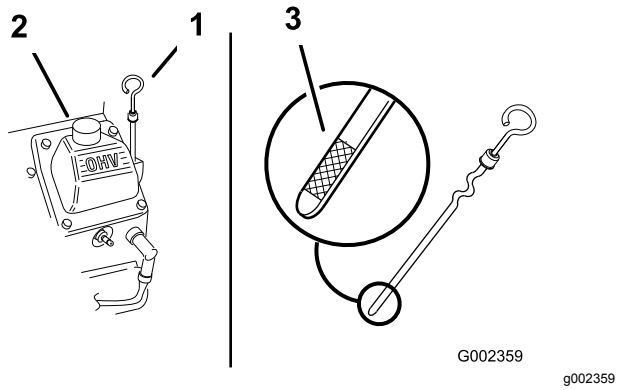

Figur 45
2. Rengør området omkring målepinden (Figur 45), så der ikke trænger snavs ned i påfyldningshullet og beskadiger motoren.
3. Fjern målepinden, tør den af, og sæt den tilbage igen så den sidder helt i bund (Figur 45).
Oliestanden bør ligge mellem mærket "F" (fuld) og "L" (lav) på målepinden (Figur 45).
5. Hvis oliestanden ligger under "L"-mærket (lav), skal du fjerne påfyldningsrørets dæksel (Figur 45) og påfylde den angivne olie, indtil niveauet når "F"-mærket (fuld) på målepinden.